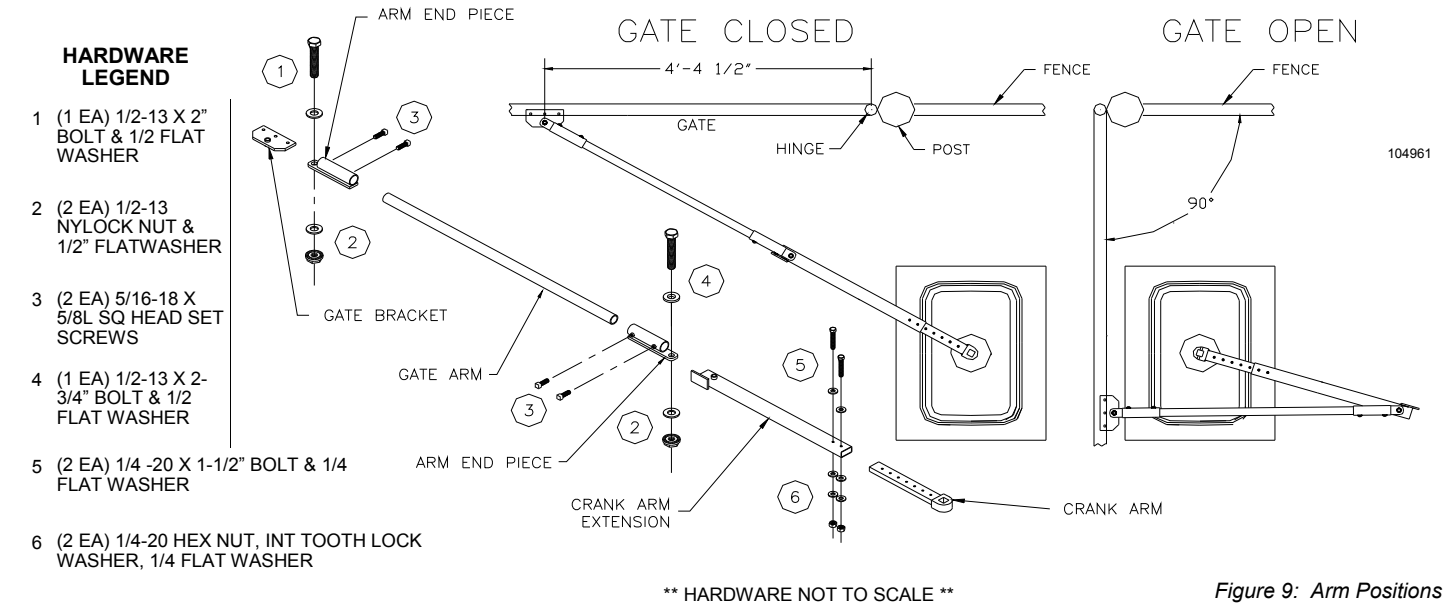
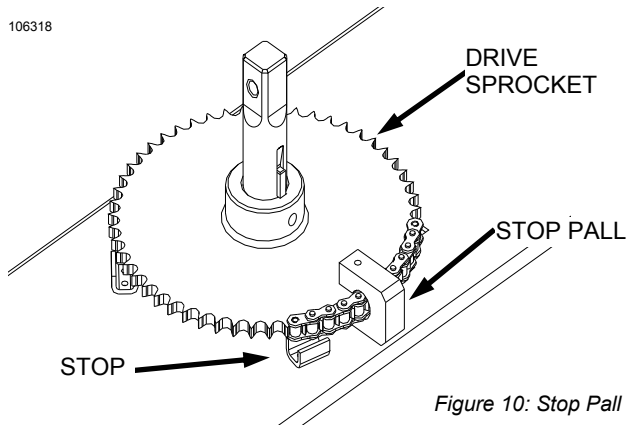

Figure 9: Arm Positions
Figure 10: Stop Pall
Temporarily locate the Gate Bracket on the Gate with C-clamps or by tack welding. Install the gate bracket to the gate so the gate arm will be level when connected to the GS4000. See Figure 9 for positioning of the Gate Bracket.
For the installation shown in Figure 9, attach the Crank Arm Extension to the Crank Arm with the (2) 1/4-20 x 1-1/2" long bolts provided. The overall length of the cranking arm is now 33 5/8" from the center of the Output Shaft to the center of the pivot at the "elbow." Note that the cranking arm is adjustable to (5) possible settings: 32-1/8", 30-5/8", 29-1/8", 27-5/8" and 26-1/8" long.
Install the Crank Arm and Extension on the GS4000 main shaft and make sure the Crank Arm swings freely from side to side. Connect the Gate Arm to the Crank Arm Extension and the Gate Bracket. With the Gate in the closed position, the "elbow" will be up against the closed position stop on the Crank Arm Extension. The Gate should be in the properly closed position. (See Figure 9.)
Loosen the Stop Pall on the large output drive sprocket located on the output shaft on the GS4000 MECHANICAL UNIT. (See Figure 10.) Move the Gate to the fully open, 90 degree position. The Arm extension should fold back over the arm as shown in Figure 9. If it doesn't, some adjustment of the gate bracket or operator position may be necessary. With the gate in the fully open position, adjust the stop pall on the sprocket against the stop on the GS4000 frame and tighten the set screw. Open and close the gate several times until you are satisfied that the arm position is correct. Finish welding or bolting the Gate Bracket to the Gate and remove the C-clamps.